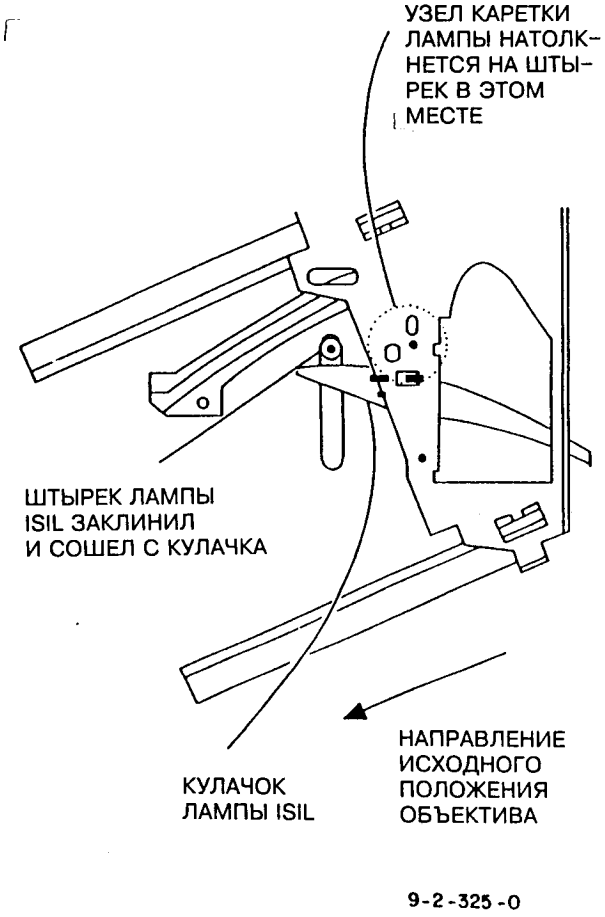

Рис.1 Заклинивание штырька лампы засветки ISIL
a. **Застревание штырька лампы ISIL** (рис.1) В режиме уменьшения штырек лампы ISIL может застрять в направляющей канавке. Когда узел каретки объектива возвращается в исходное положение, штырек лампы ISIL задевает узел и мешает его возврату в исходное положение.
ПРИМЕЧАНИЕ: На рис.1 узел объектива снят.
в. Проверить, соответствует ли положение штырька ISIL по отношению к кулачку ISIL неисправностям, описанным на рис. 1 и 2.